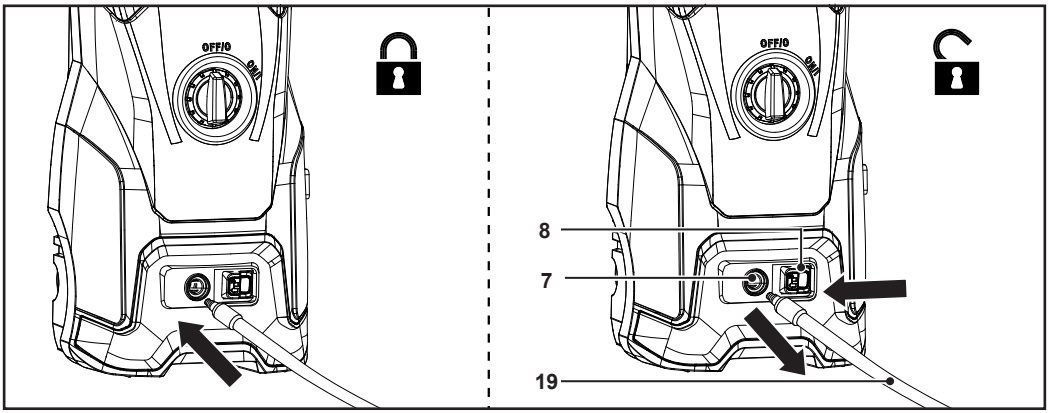

Fig. 5
1. Pour le raccordement, insérer le tuyau haute pression (19) dans la sortie d'eau (7). Le tuyau haute pression se verrouille en émettant un clic (Fig. 5).
2. Pour le détacher, faire glisser le bouton coulissant (8) vers la sortie d'eau (7) (Fig. 5). En même temps, retirer le tuyau haute pression (19) de la sortie d'eau (Fig. 5).